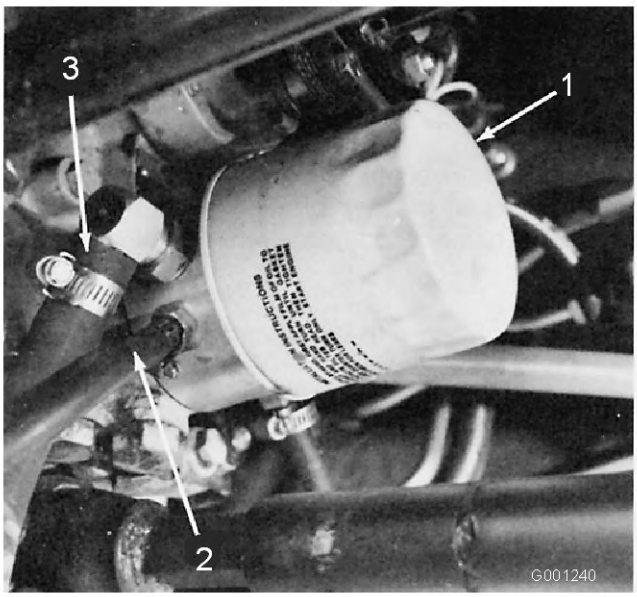

Figure 71
4. Nettoyez la surface autour du filtre à huile hydraulique et retirez le filtre (Figure 71).